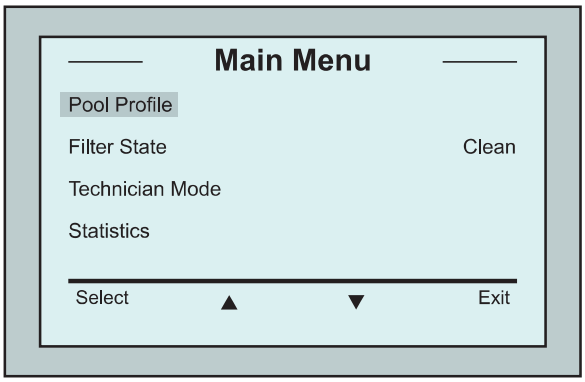

Figuur 2: *Hoofdmenu* scherm
2. Druk op **Menu** voor toegang tot het *Hoofdmenu* scherm (Figuur 2).